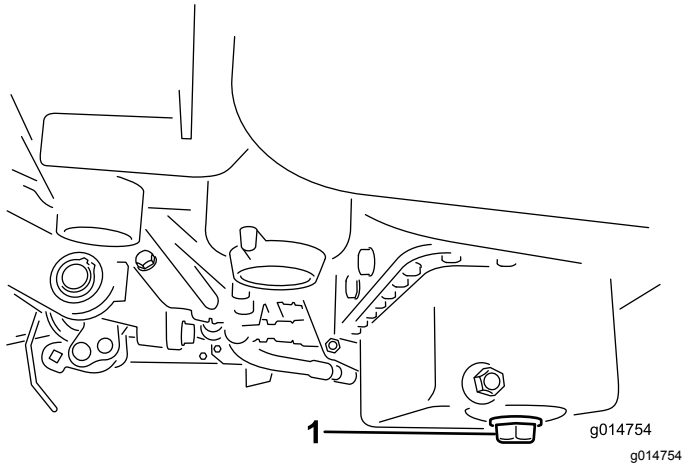

Figuur 39
1. Verwijder de aftapplug en laat de olie in een opvangbak lopen. Als er geen olie meer naar buiten stroomt, plaatst u de aftapplug terug (Figuur 39).